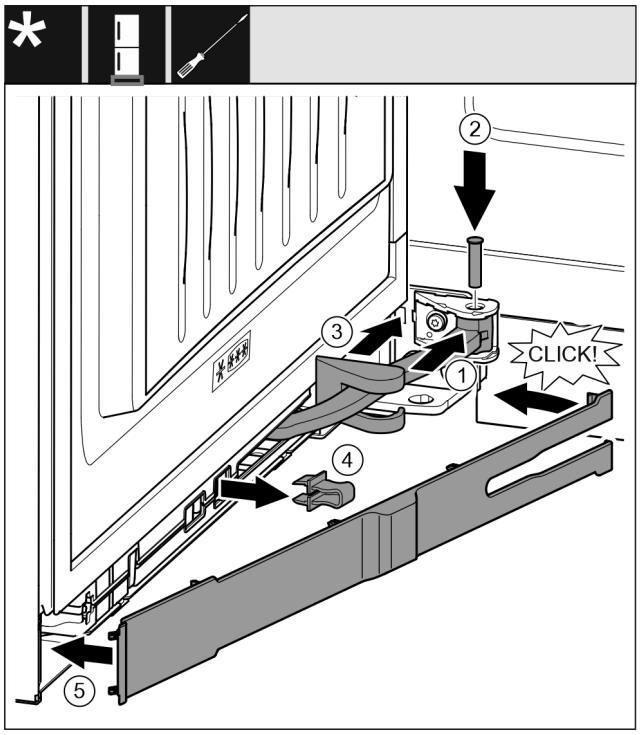

Fig. 69
- ▶ Rotiți articulația *Fig. 69 (1)* în sistemul de suspendare.
- ▶ Introduceți cu o șurubelniță bolțul *Fig. 69 (2)* în sistemul de suspendare și articulație. Urmăriți ca respectiva camă de fixare să fie așezată corect în canelură.
- ▶ Împingeți capacul suportului de lagăr *Fig. 69 (3)* de-a lungul articulației și montați-l deasupra sistemului de suspendare.
- ▶ Detașați siguranța *Fig. 69 (4)*.
- ▶ Aplicați masca *Fig. 69 (5)* pe partea mânerului și rabatați în interior.